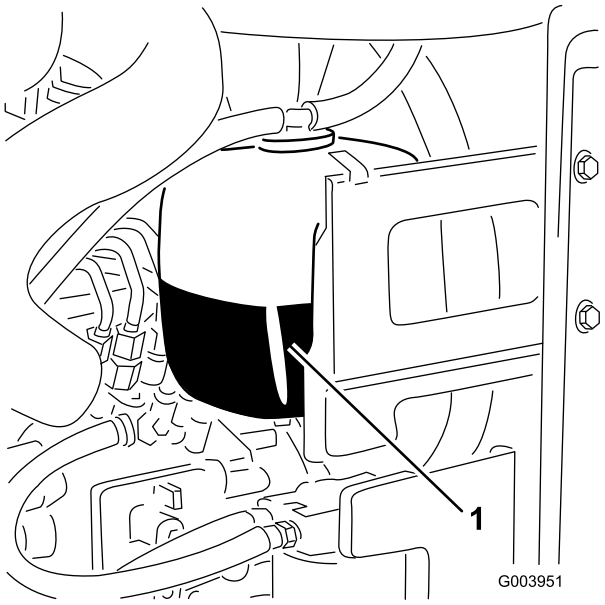

Figura 30
1. Compruebe el nivel de refrigerante en el depósito de expansión (Figura 30).